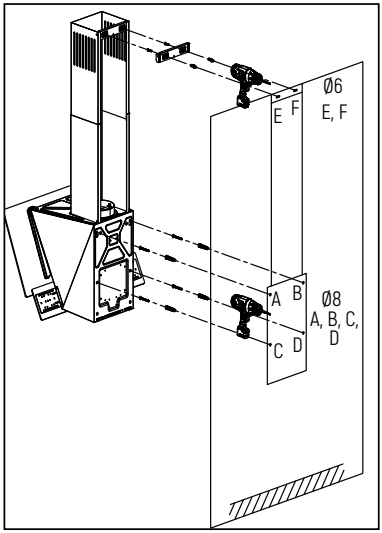

Рисунок 2
1. Просверлите в стене отверстия диаметром 8 мм (A, B, C, D) с помощью установочного шаблона, входящего в комплект поставки. Вставьте в просверленные отверстия пластиковые дюбели диаметром 8 мм (Рисунок 2).